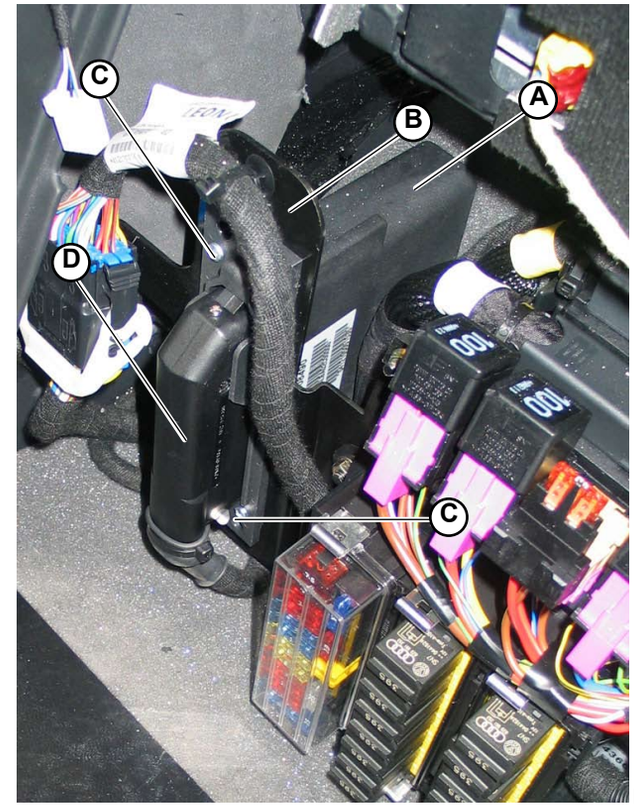

Fig.10
1. Use the 2 screws (**C-Fig.10**) to secure the PMC control unit (**A-Fig.10**) to the bracket (**B-Fig.10**).
2. Connect the connector (**D-Fig.10**).